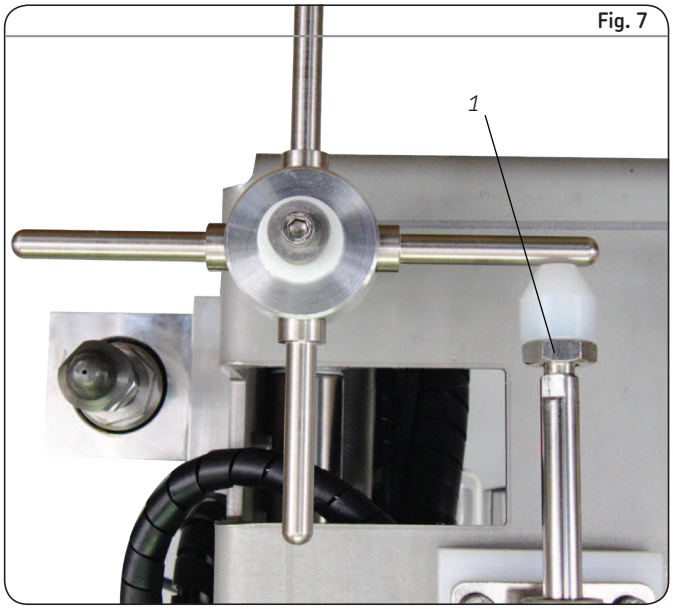

Fig. 7
Es posible ajustar un poco la posición del inyector con respecto al eje C. Para eso, hay que modificar ligeramente el eje del dedo del cabrestante atornillando o desatornillando la cabeza del tope **(→ pos. 1 fig. 7)**.